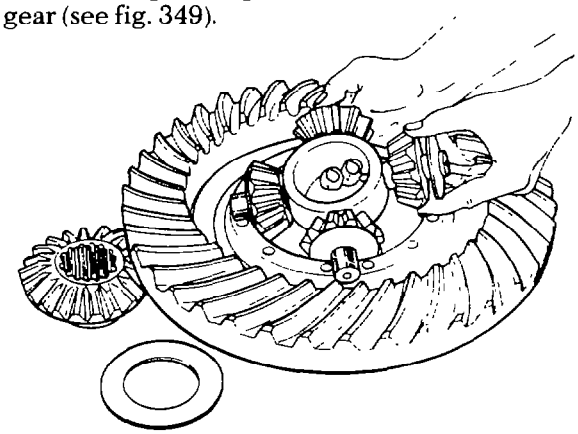

Fig. 349 — Removing Differential Internal Components
h. Cut and remove the locking wire, then remove the bolts (item 11) holding the assembly together; remove the plain differential case (item 12) from the assembly.
i. Remove the side gear (item 14) and thrust washer (item 13) from the spider (item 17), then remove the spider together with the pinion gears (item 16) and thrust washers (item 15); remove the remaining side gear (see fig. 349).